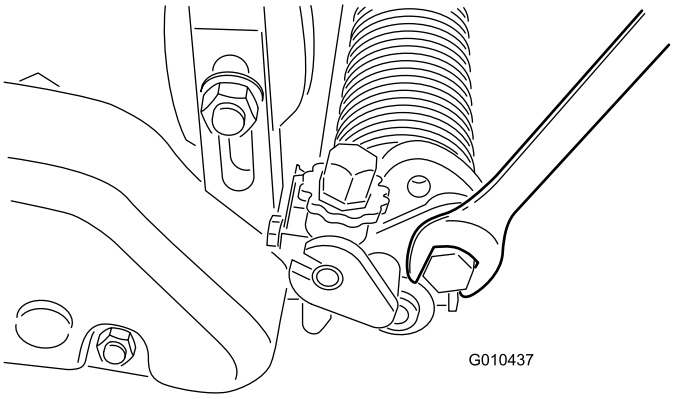

Figura 23
A. allentate i bulloni sui bracci destro e sinistro del groomer (Figura 23).